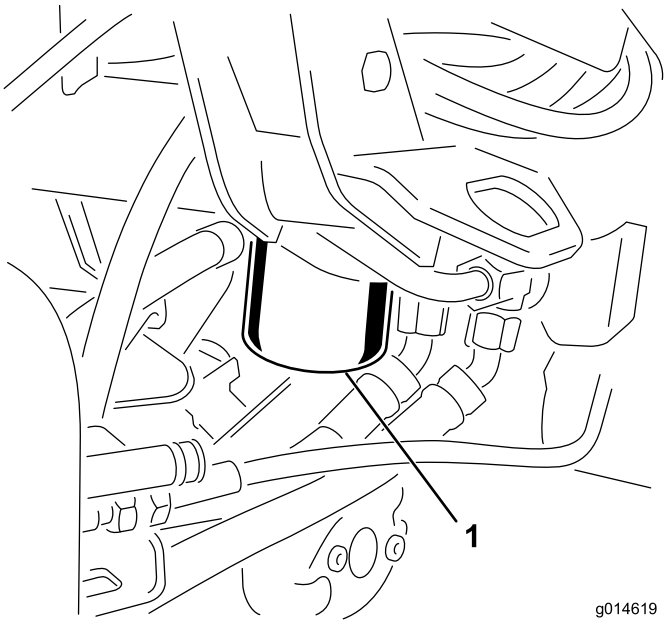

**Figur 52**
1. Rengör runt området där filtret monteras (Figur 52). Ställ ett avtappningskärl under filtret och ta bort filtret.